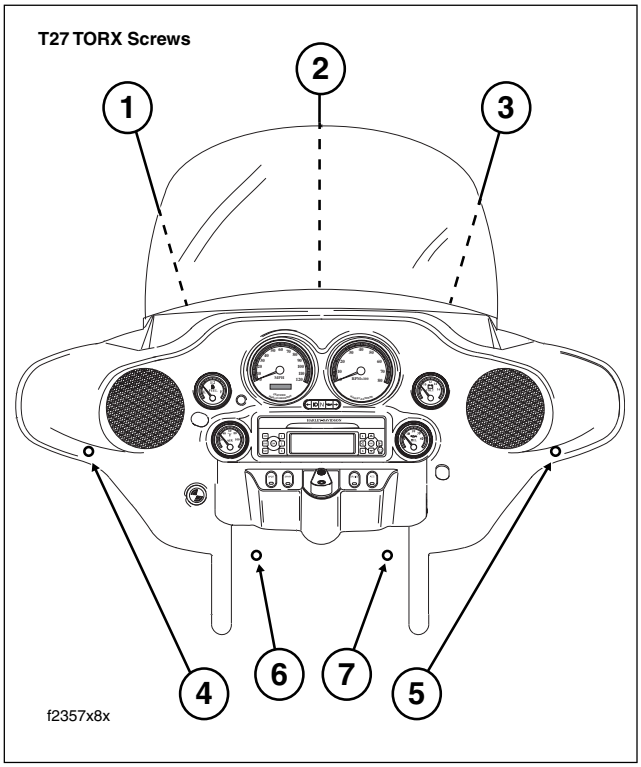

Figure 2-162. Outer Fairing TORX Screw Locations
a. Standing at the front of the motorcycle, loosen the three T27 TORX screws (with flat washers) just below the windshield. See Figure 2-162.
b. Start the three T27 TORX screws (with flat washers) just below the windshield. See Figure 2-162.